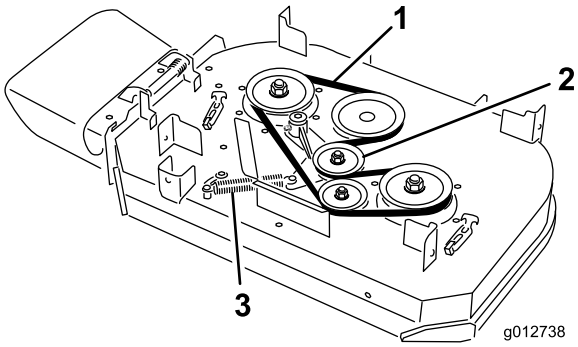

Figure 63
4. Décrochez le ressort du tenon d'ancrage sur le bras de la poulie de tension (Figure 63).
5. Enlevez la courroie usée du plateau de coupe (Figure 63).
6. Montez la courroie neuve sur la poulie d'embrayage, les poulies du plateau de coupe et la poulie de tension (Figure 63).
7. Accrochez le ressort au tenon d'ancrage sur le bras de la poulie de tension (Figure 63).
6. Montez la nouvelle courroie autour des poulies du plateau de coupe et de la poulie de tension (Figure 63).
5. Décrochez le ressort du tenon d'ancrage sur le bras de la poulie de tension (Figure 63).
6. Enlevez la courroie usée du plateau de coupe (Figure 63).
7. Montez la courroie neuve sur les poulies du plateau de coupe, la poulie d'embrayage et la poulie de tension (Figure 63).
8. Montez le ressort sur le tenon d'ancrage (Figure 63).